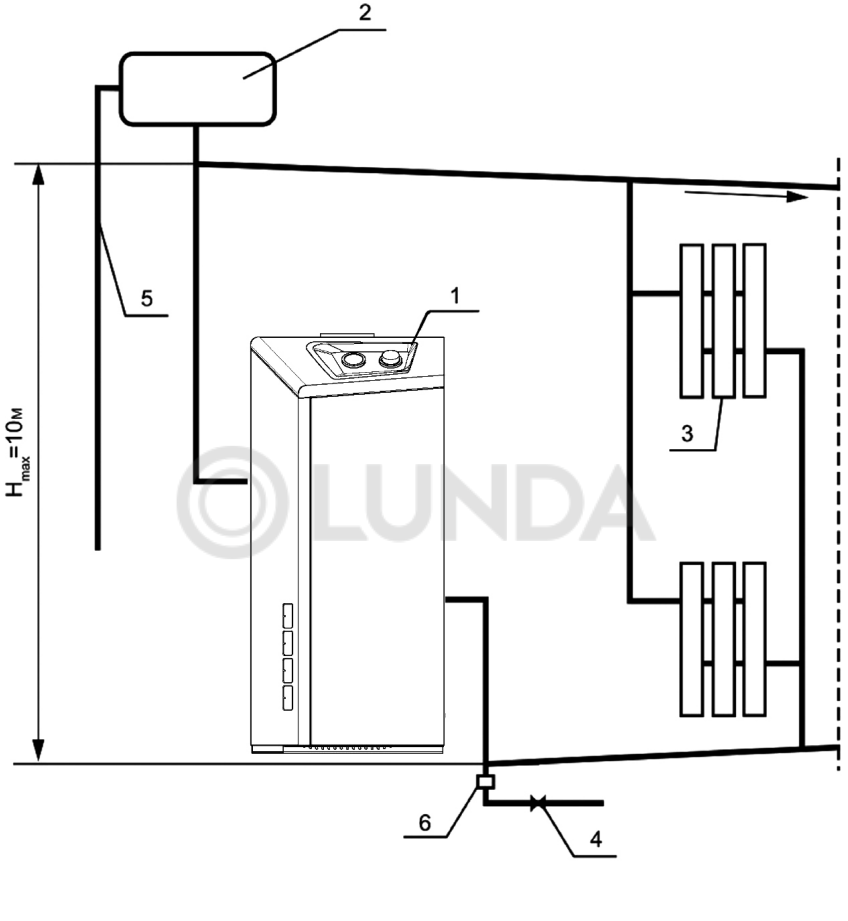

Рис. 2.
6.7. Расширительный бачок устанавливается в верхней точке главного стояка, в отапливаемом помещении. Запрещается устанавливать вентиль на сигнальной трубе (см. рис. 2, 3).